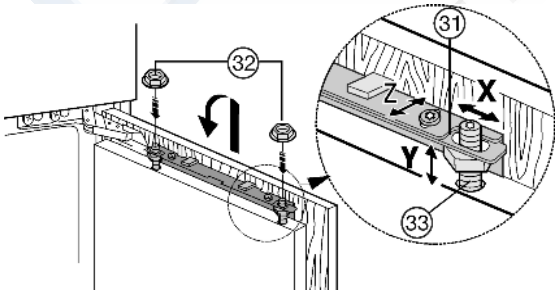

Fig. 22
▶ Навесьте мебельную дверцу на регулировочные болты *Fig. 22 (33)* и контргайки *Fig. 22 (32)* накрутите на регулировочные болты, не затягивая.
▶ Выравнивание мебельной дверцы по высоте и боковому наклону: с помощью отвертки установите положение регулировочными болтами *Fig. 22 (33)*.
▶ Затяните контргайки *Fig. 22 (32)*.